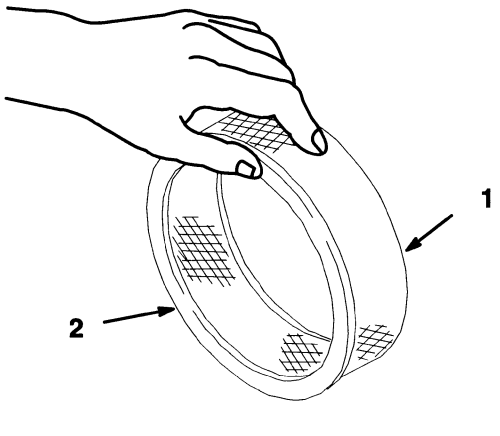

Figure 16
A. Lightly tap the element on a flat surface to remove dust and dirt (Fig. 16).